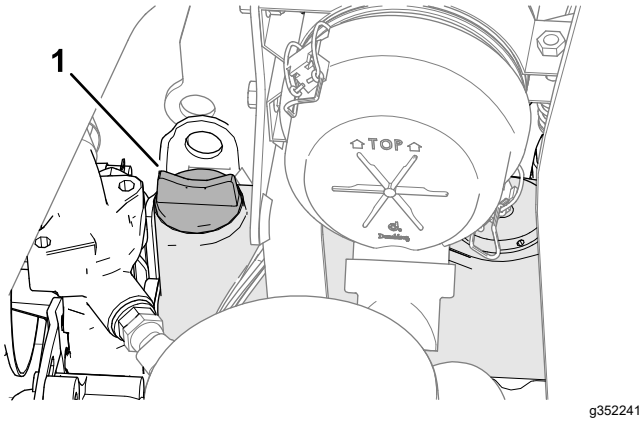

Figuur 64
5. Als het oliepeil te laag is, verwijdert u de vuldop (Figuur 64) en vult u bij met kleine hoeveelheden olie totdat het oliepeil de Vol-markering op de peilstok bereikt. Vul de olie langzaam bij en controleer daarbij veelvuldig het peil.